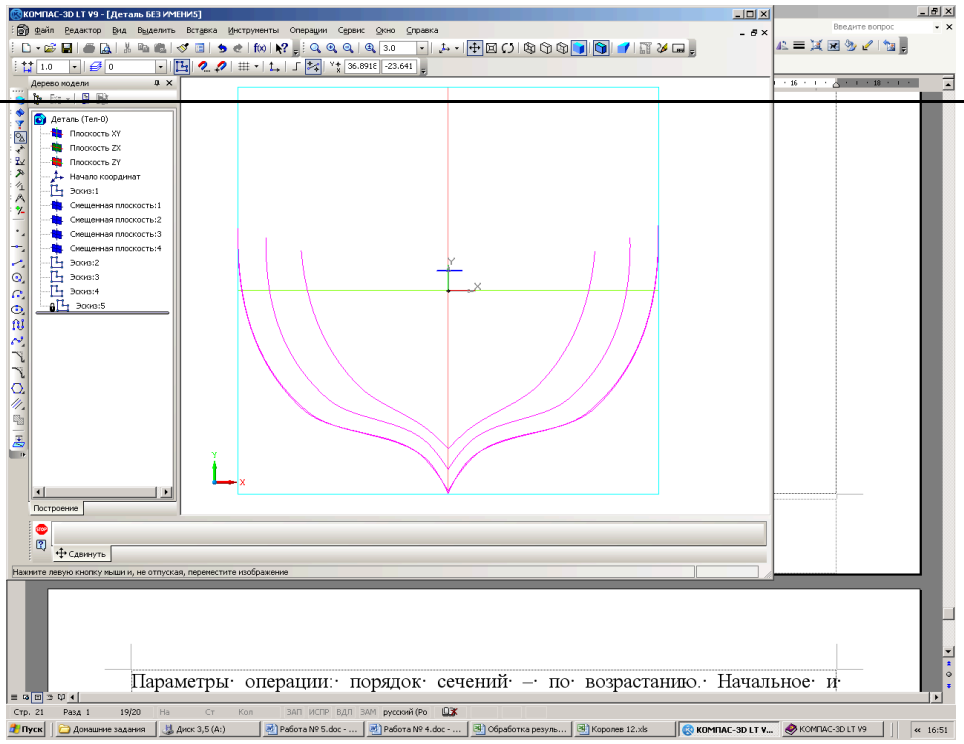

Рис. 5.26. Сечения модели лодки.
6.5. Выбирая по очереди плоскости, рисуйте в каждой из них с помощью кривой Безье сечения лодки (рис. 5.26). В качестве последнего сечения выберем эскиз-отрезок.